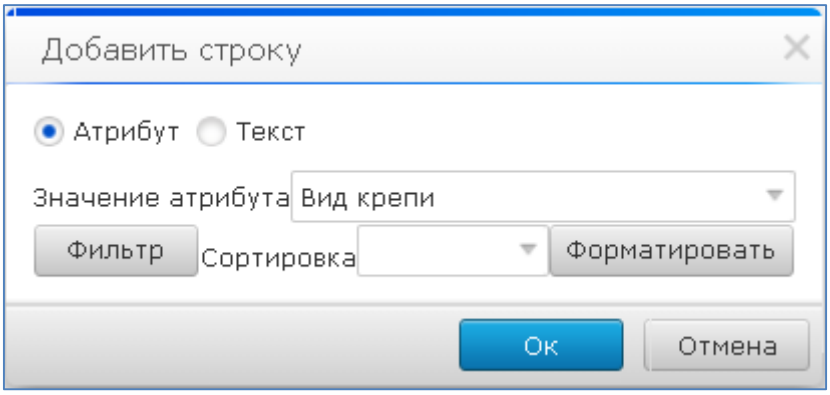

Рисунок 61. Добавление строки
5.2. Выбрать «Атрибут», значение «Вид крепи» (Рисунок 61);